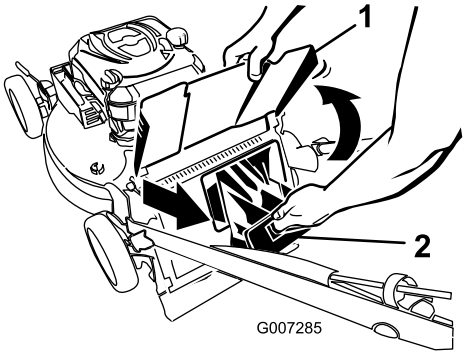

Figur 21
2. Hev og hold oppe den bakre utslippsavlederen (Figur 21).
3. Trekk ut bakre utslippsplugg (Figur 21).